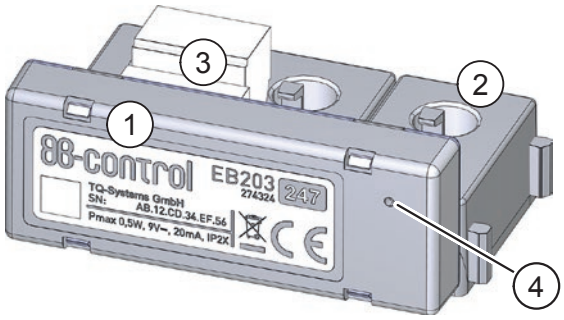

Fig. 1: Contenu de la livraison de la Sensorbar, exemple EB203
10 DEL sur la Sensorbar (voir pos. 4 dans Fig. 1)